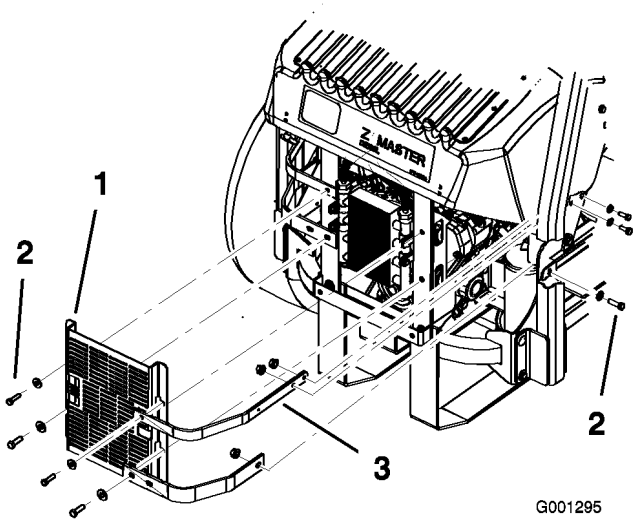

Figur 61
3. Fjern de fire bolte, der fastholder oliekølerens afskærmning til bagstellet (Figur 61).
4. Fjern de tre bolte, der fastholder motorbøjlerne til siden af maskinen (Figur 61).
12. Monter oliekølerafskærmningen og motorbøjlerne på bagstellet med de 4 bolte, som du tidligere afmonterede (Figur 61).
13. Monter motorbøjlerne på siden af maskinen (Figur 61).